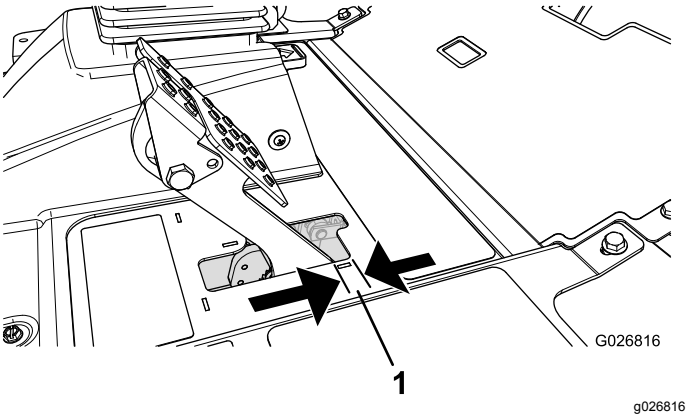

Figur 63
Juster bremsene når det er mer enn 2,5 cm frigang (Figur 63) på bremsepedalen, eller når det kreves mer bremsekraft. Frigang er avstanden bremsepedalen kan beveges før du merker bremsemotstand.
2. Trekk til den bakre mutteren for å flytte kabelen bakover til bremsepedalene har en frigang på 0,63 til 1,27 cm (Figur 63), før hjulet låses.